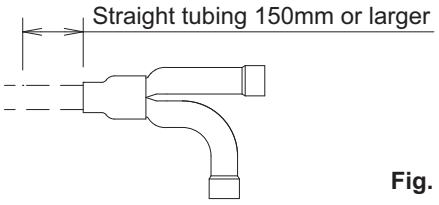

Fig. 2-336
- For branching tubes, install 150mm or larger (including reducer) straight tubing up to the point where the tube branches (or after the point where the tubes join together). (Fig. 2-336)